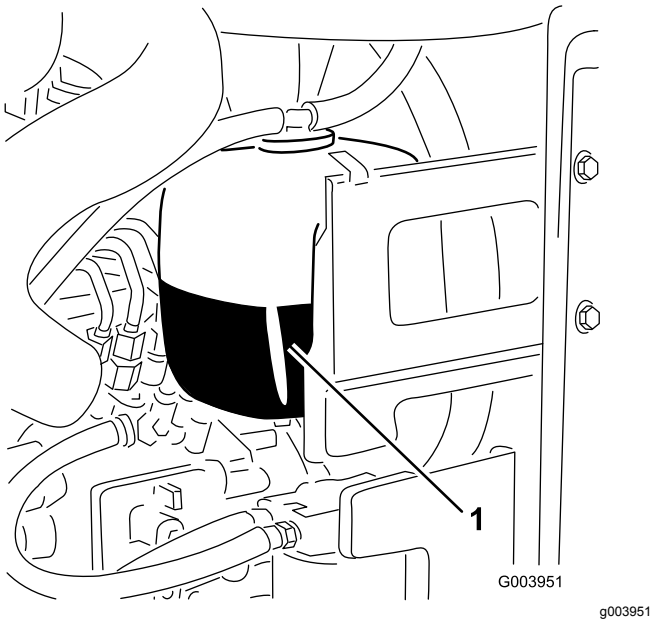

Figur 32
1. Kontroller kølevæskestanden i ekspansionsbeholderen (Figur 32).